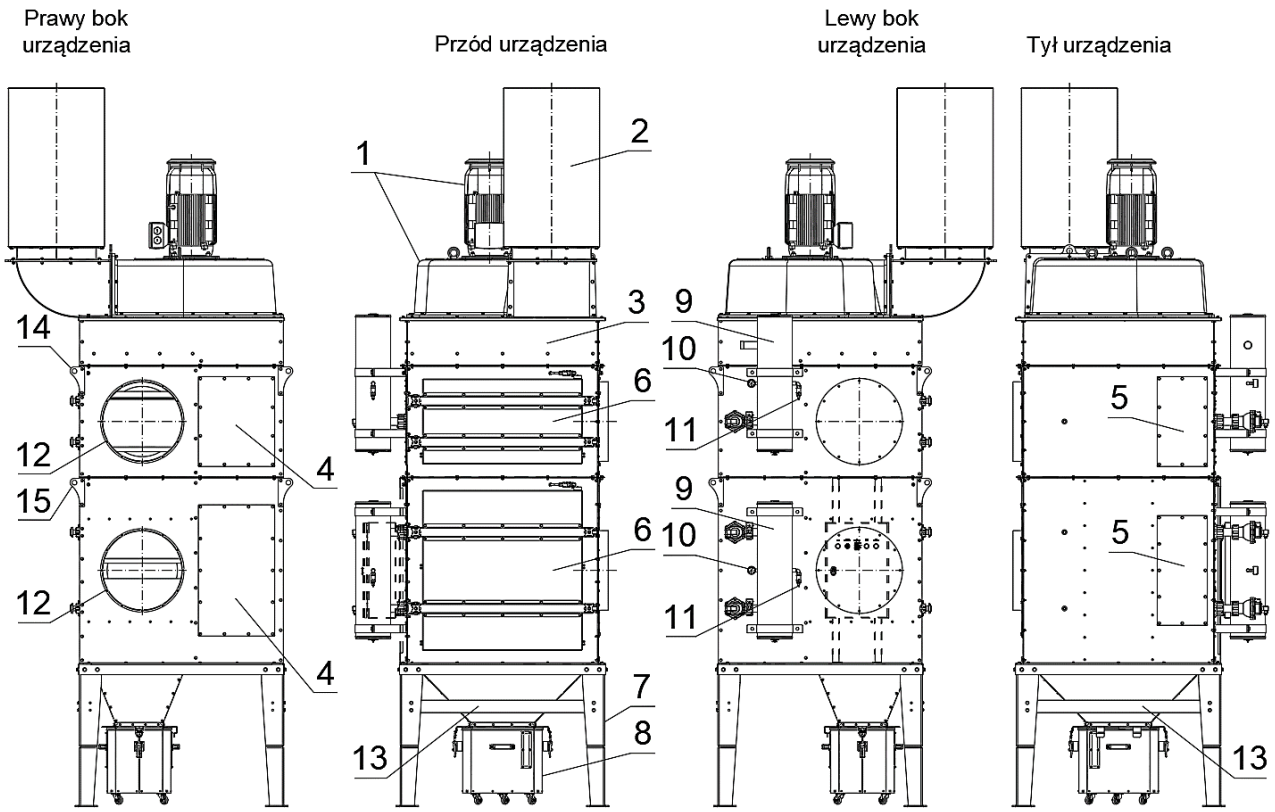
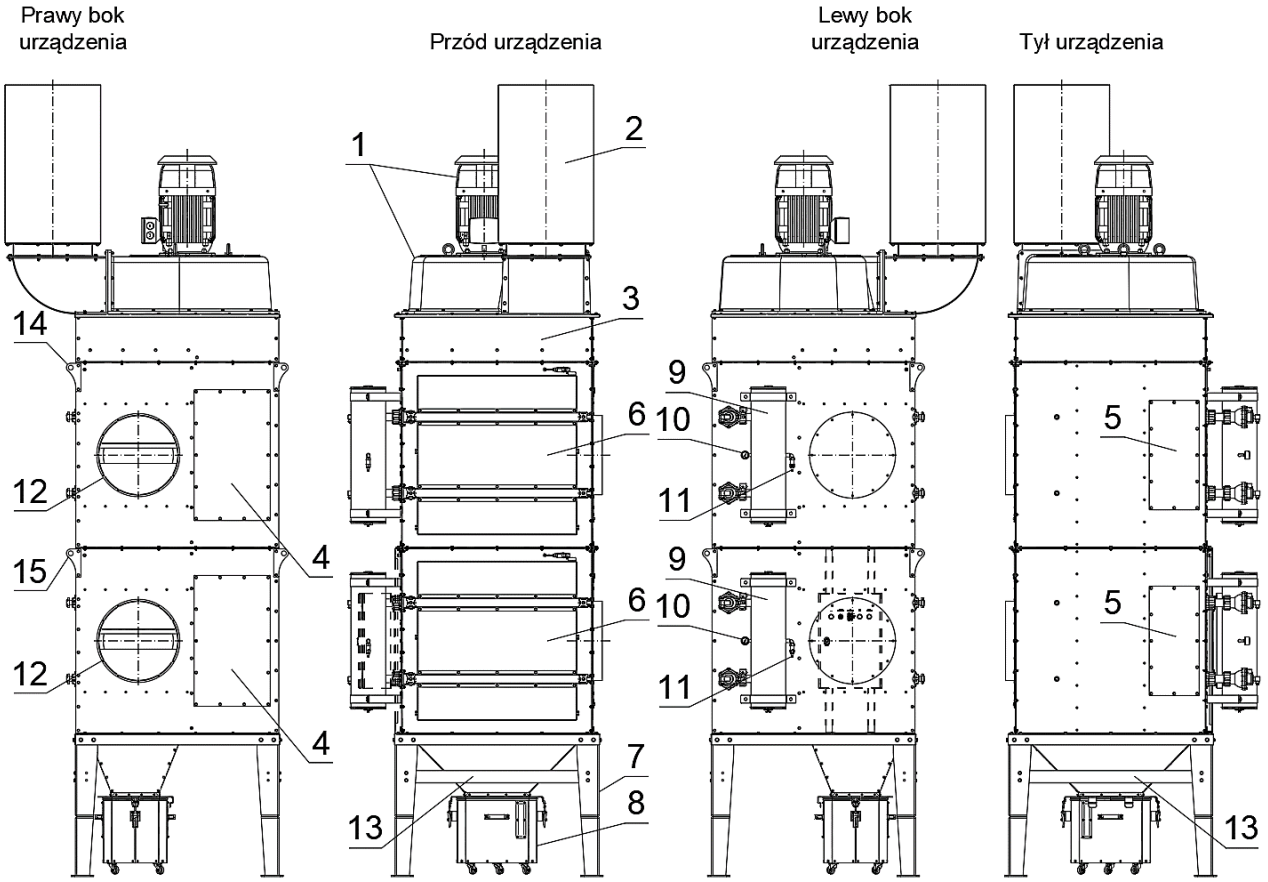

Rysunek 4 Opis funkcyjny urządzenia UFO-A-15000-N(/R) z wlotem po prawej stronie
Rysunek 5 Opis funkcyjny urządzenia UFO-A-20000-N(/R) z wlotem po prawej stronie
Moduł filtracyjny wyposażony jest w **1 stopień filtracji**, tj. filtry nabojowe oraz instalację automatycznego oczyszczania co pozwala na użytkowanie urządzenia w cyklu ciągłym bez potrzeby zatrzymywania. Ilość i wielkość modułów filtracyjnych uzależniona jest od modelu urządzenia tzn. **UFO-A-5000-N(/R)** i **UFO-A-10000-N(/R)** posiadają 1 moduł; **UFO-A-15000-N(/R)**, **UFO-A-20000-N(/R)** – 2 moduły – patrz niżej – Rysunek 2, Rysunek 3, Rysunek 4 i Rysunek 5.
E. Na **wylocie** z wentylatora standardowo zainstalowany jest pionowy tłumik prostokątny jak przedstawiono na rysunkach – patrz niżej – Rysunek 2, Rysunek 3, Rysunek 4 i Rysunek 5.
WYJAŚNIENIE DO Rysunek 2; Rysunek 3; Rysunek 4; Rysunek 5: